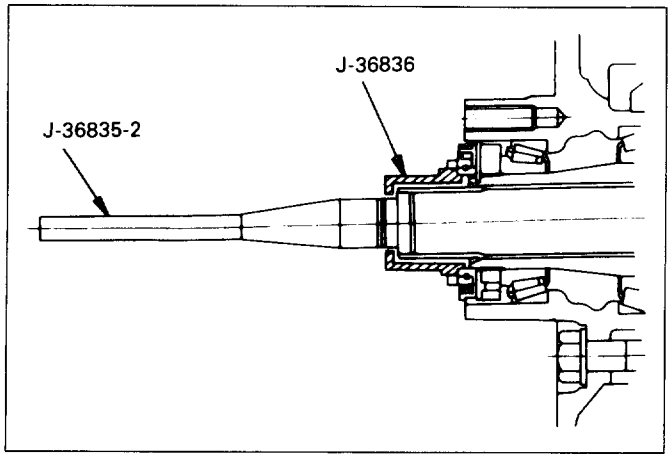

Fig. 4C-96
4) Using a feeler gauge, measure clearance "t" between the shim and the snap ring groove of the axle shaft (Fig. 4C-97).